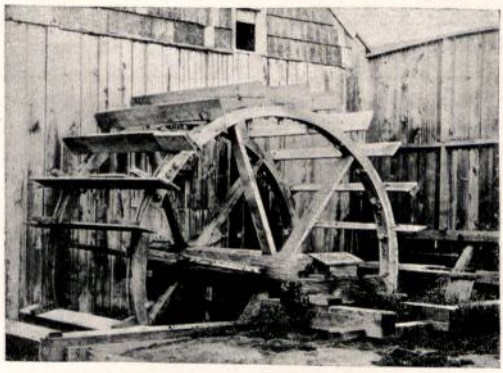
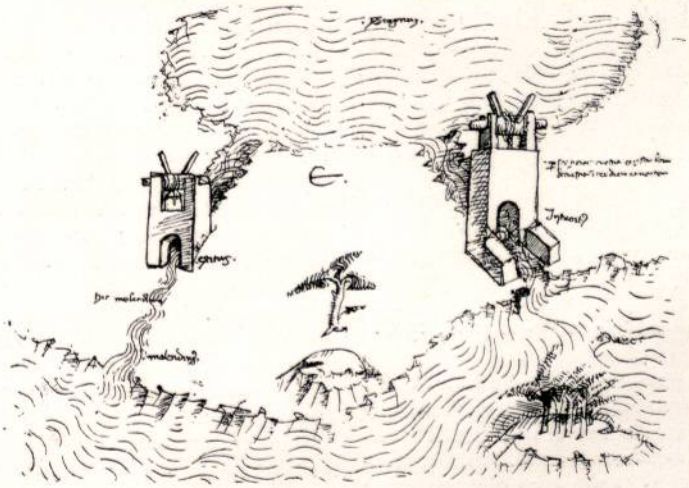

Abb. 802. Flutmühle bei Brooklyn, angelegt um 1637.
Abb. 801. Flutanlage, nach Mariano, 1438.
Wasserrad für Flut. Die Behauptung, es habe schon im 11. Jahrhundert in Venedig Flutmühlen gegeben, ist wenig glaubwürdig, weil die Gezeiten des Adriatischen Meeres schwerlich die notwendige Energie besessen haben. Jacopo Mariano entwirft 1438 in Cod. lat. 197 (Bl. 105 (99) r.) eine Flutmühle. Er läßt einen Teich durch einen Kanal bei der Flut vollaufen, schließt dann den Einlaufkanal und leitet das Wasser des Teiches durch einen zweiten Kanal auf eine Mühle und von dort in das Meer zurück (Abb. 801). Veranzio gab um 1595 in seinem Maschinenbuch die Anlage von Flutmühlen an (Bl. 17). Die Holländer legten um 1637 bei Brooklyn Mühlen an, die durch die Kraft der Ebbe und Flut wirken und noch bestehen (Abb. 802). Sie haben Tore, die sich beim Eintritt der Ebbe automatisch schließen, so daß also das von der Flut in das Sammelbecken getriebene Wasser nicht nutzlos zurückströmen kann. Am 3. März 1693 erhielt John Hadley das engl. Patent Nr. 315 auf eine Maschine „zur Gewinnung motorischer Kraft durch die Ebbe und Flut". Der Zimmermeister Perse zu Dünkirchen erfand 1713 Flutmühlen, die sowohl auf die Verwertung des Ebbe- als auch des Flutstroms eingerichtet waren. Bailey gab in seinem Maschinenbuch vier Arten von Flutmühlen aus der Zeit von 1760 bis 1764 an (Bl. 322–327).